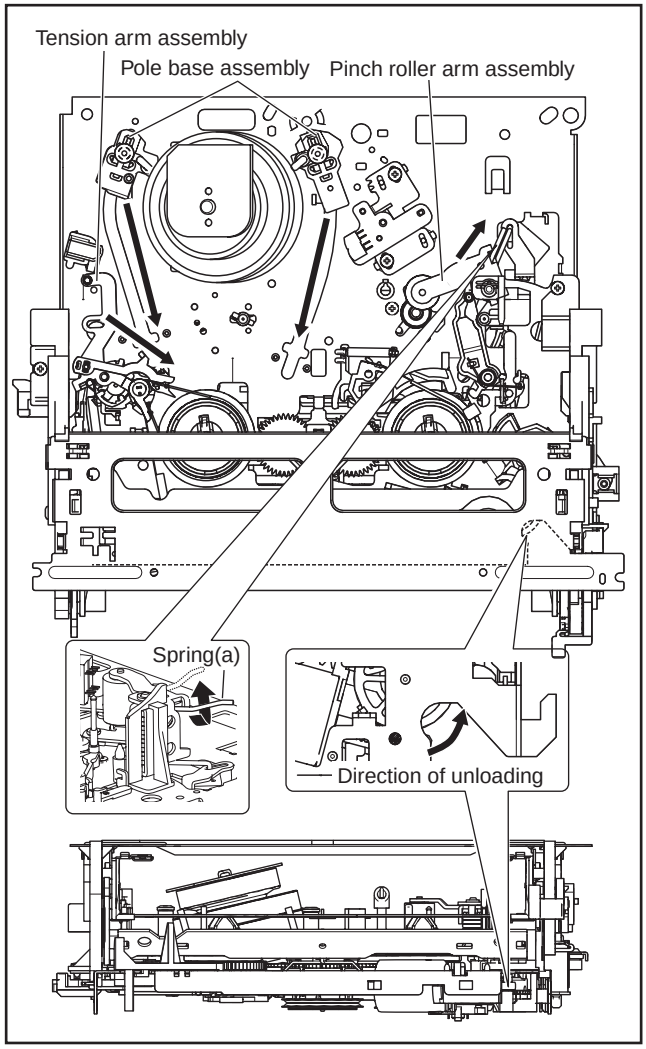

Fig.5-1b
(3) Unload the pole base assembly by manually turning the gear of the loading motor until the pole base assembly is hidden behind the cassette lid. In doing so, hold the tape by the hand to keep the slack away from any grease. (See Fig.5-1b)